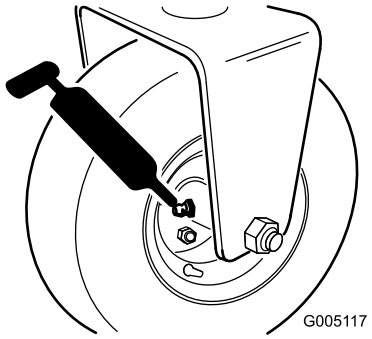

Figur 25
- Bakhjulslagrene (1) (Figur 25)